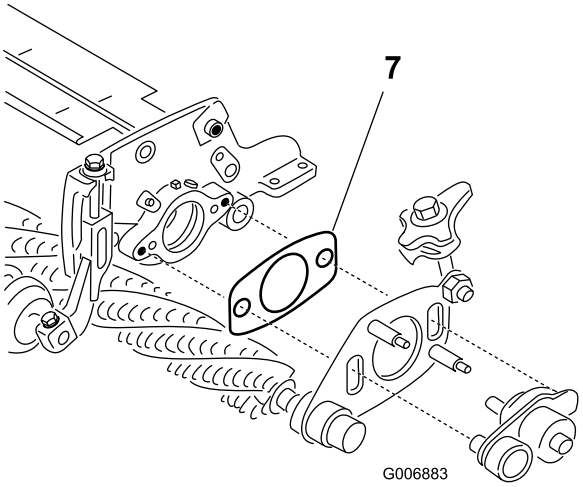

Figur 48
7. Kontrollera att mellanlägget (Figur 48) mellan trimsatsens svängplåt på drivsidan och sidoplåten på klippenhetssidan inte kläms av svängnavet. Mellanlägget måste kunna röra sig fritt.